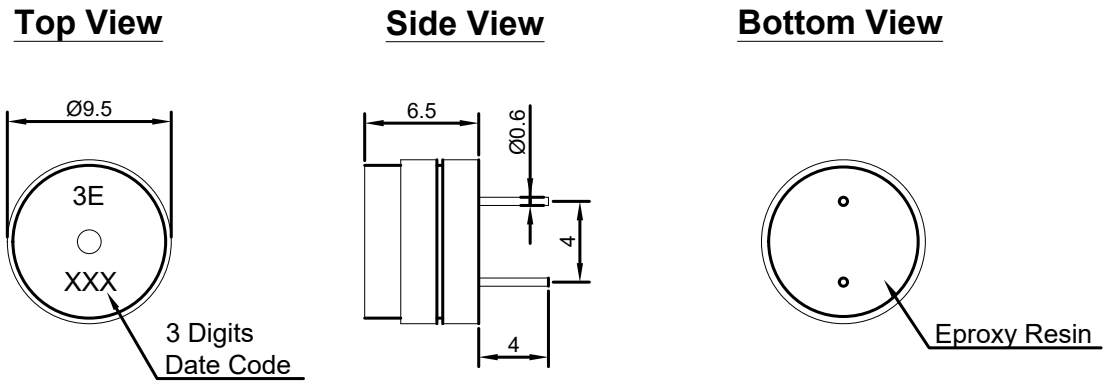

Figure 3. HC0903E Mechanical Layout
4.3.1. Layout and Dimension : See Section 7, Figure 3